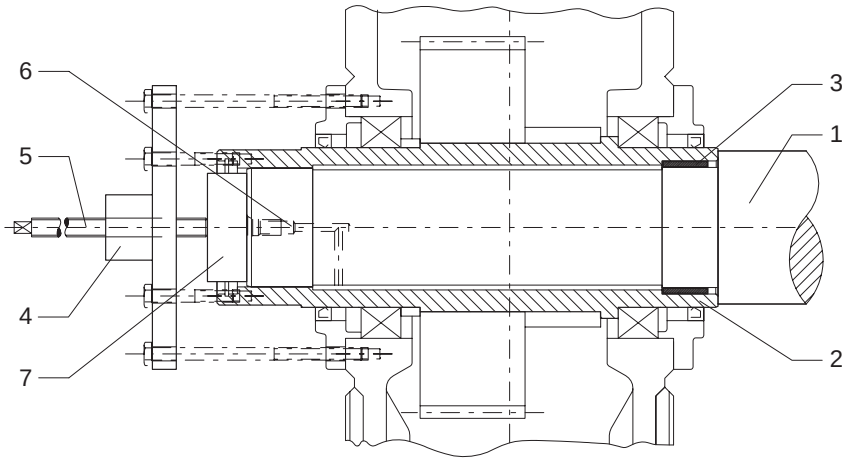
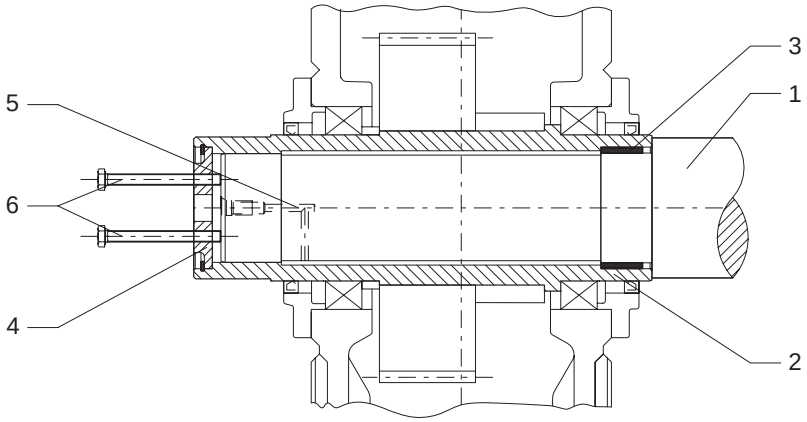

Fig. 8
Fig. 9
- If frictional corrosion has formed on the seating surfaces, press rust-releasing or other agent (e.g. with a pump) into the bore cavity to reach the seats. The rust releaser is forced in through the bores in the machine shaft (see fig. 8) or end plate (fig. 9).
- Depending on the facilities available, the gear unit can be forced off the shaft on site using forcing screws in an end plate (see fig. 9), a central threaded spindle or a Lucas hydraulic lifting unit.
- When the rust-releasing agent has taken effect, pull the gear unit off with the device as shown in figs. 8 or 9.
Caution! **If the counter force is provided not only by the hollow shaft, but by the housing also, as shown in fig. 8, the forces used must not exceed the values given in the following table.**